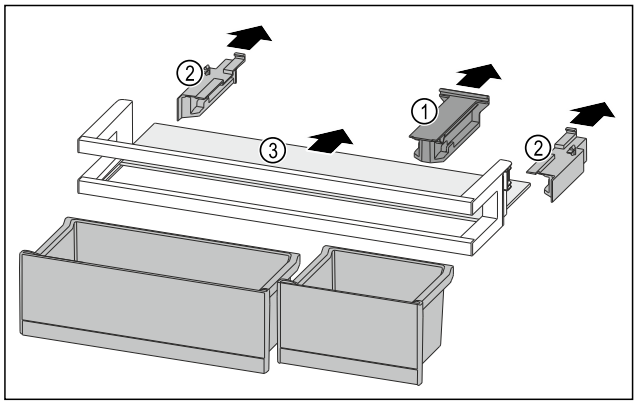

*Fig. 148*
▶ Desprindeți piesa de susținere *Fig. 148 (1)*.
▶ Desprindeți piesele laterale *Fig. 148 (2)*.
▶ Extrageți raftul *Fig. 148 (3)*.